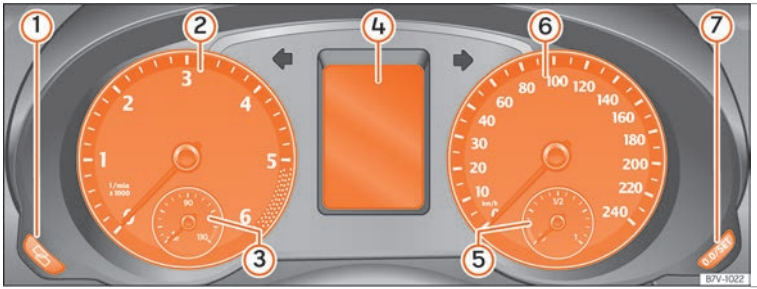

Fig. 120 Instrument panel, on dash panel.
Details of the instruments ››› Fig. 120:
① **Clock set button**[1].
– To continue setting, press 0.0 / SET ››› Fig. 120 ⑦. Hold button down to scroll through the numbers quickly.
② **Revolution counter** (with the engine running, in thousands of revolutions per minute).
Together with the gear-change indicator, the rev counter offers you the possibility of using the engine of your vehicle at a suitable speed. The start of the red area ››› Fig. 120 indicates the maximum engine speed working at operating temperature. However, it is advisable to change up a gear or move the selector lever to **D** (or lift your foot off the accelerator) before the needle reaches the red zone ››› ❶. We recommend that you avoid high revs and that you follow the recommendations on the gear-change indicator. Consult the additional information in ››› page 251.
③ **Engine coolant temperature display** ››› page 329.
④ **Displays on the screen** ››› page 105.
⑤ **Fuel reserve display** ››› page 316.
⑥ **Speedometer**.
⑦ **Reset knob** for trip recorder (**trip**).
A variety of information can be viewed on the instrument panel display ››› Fig. 120 ④, depending on the vehicle equipment:
The service indication is shown on the dash panel display ››› Fig. 120 ④.